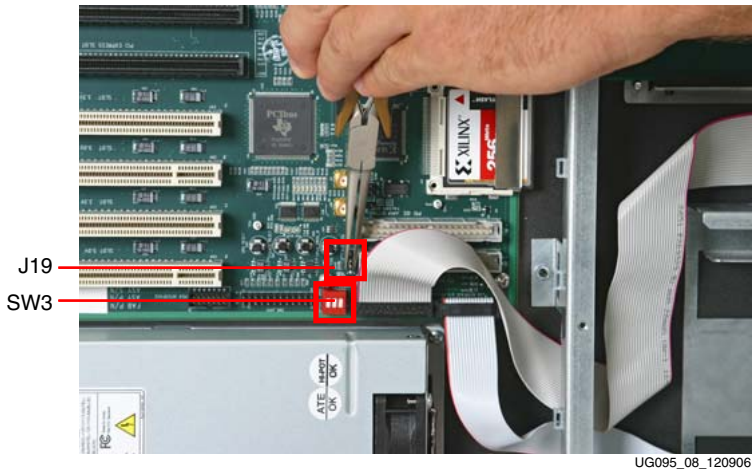

*Figure 8:* **Configuring Power On**
a. At J19 on the ML410 board, switch the jumper to the two pins closest to the power supply (Figure 8, page 13). This changes the power-on operation of the system. With the jumper in its default position (the jumper in the two pins furthest from the power supply), when the power supply is given power, the system turns on. With the jumper changed, the system power is controlled by the front button/LED/switch panel by way of the ribbon cable connected in the previous step (Step 4).
b. Set all the SW3 switches to the *off* position on the ML310/ML410 board. The switches on the front button/LED/switch panel will be used instead by way of the ribbon cable connected in Step 4 (Figure 8, page 13).